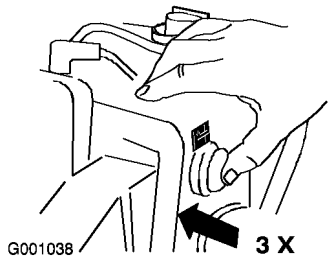

Figur 24
6. Trykk inn primeren bestemt tre ganger med tommelen. Hver gang holder du primeren inne i ett sekund før du slipper den (Figur 24).